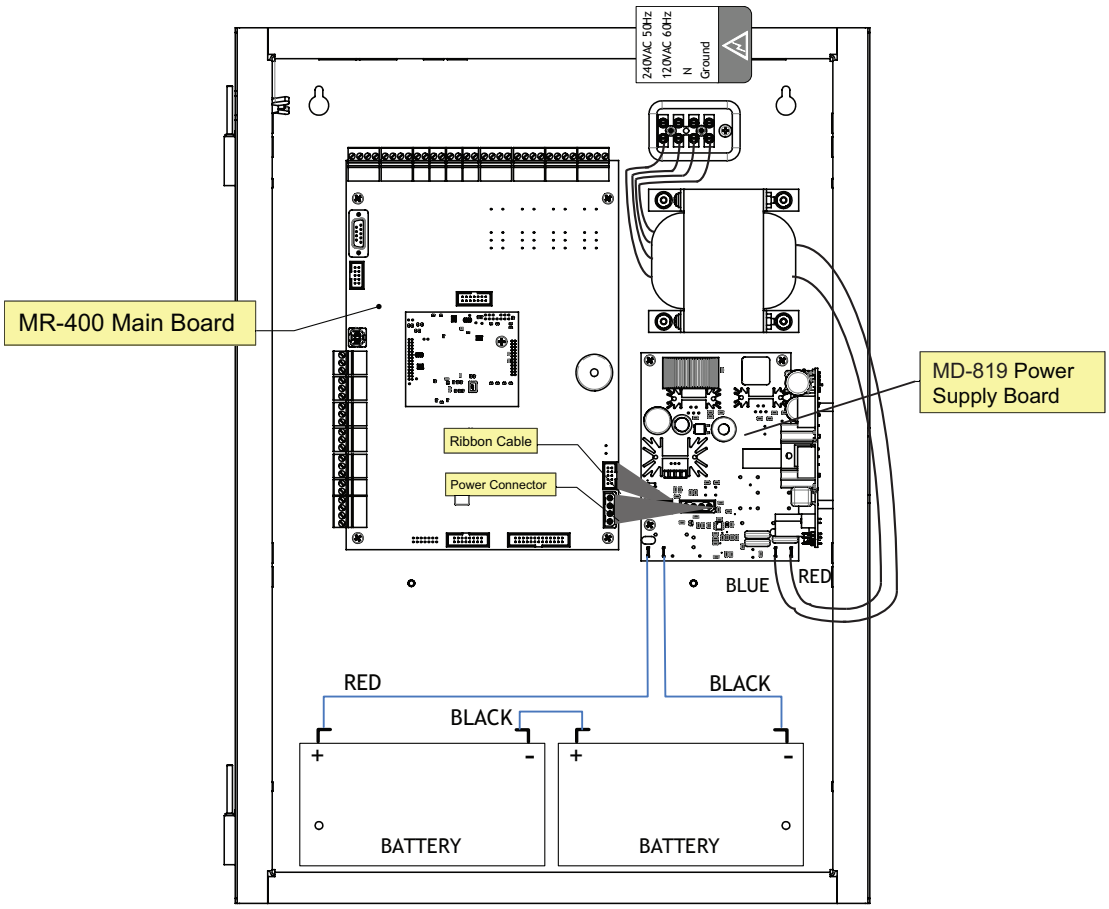

**Figure 27 Main Power Supply Wiring and Connections**
Wire the Power Supply as shown in Figure 27 and adhere to the following:
- Wire the AC power to the AC wiring terminals as shown in Figure 27 using the proper wire gauge with 600 volt insulation and proper over current circuit protection that complies with local codes.